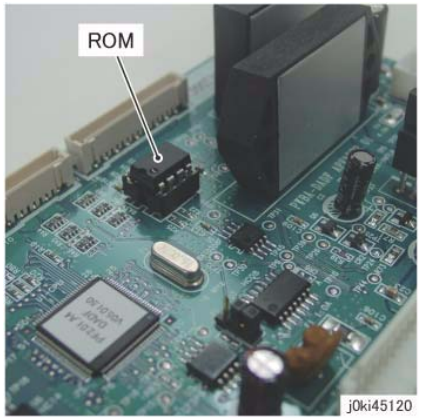

Figure 4 Switching the EEP ROM
2. Switch the ROM on the new PWB with the EEP ROM from the old PWB. (Figure 4)